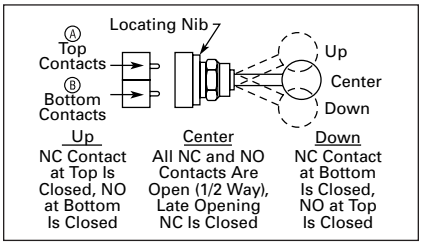

Figure 47-97. A and B Mounting Location
⑤ Bolded circuit corresponds to "X-O" circuit selection. X = closed circuit, O = open circuit.
⑥ See **Figure 47-97** for "A" and "B" mounting location.
⑦ NO = Normally Open, NC = Normally Closed, LONC = Late Opening Normally Closed.
⑧ Four circuits in single block depth — rated 300V max.